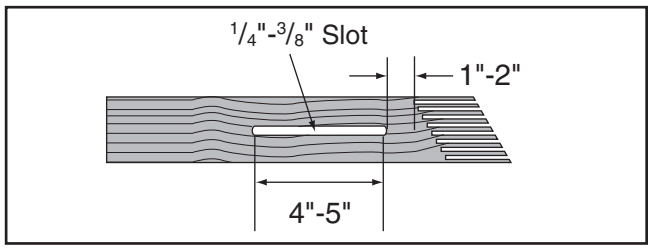

Figure 55. Slot routed in featherboard.
4. Rout a ¼"–⅜" wide slot 4"–5" long in workpiece and 1"–2" from short end of featherboard (see **Figure 55**).